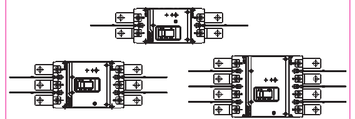

图35 NXMLE-250、320接线板安装示意图
12.3 NXMLE-250、320、400、630、800接线板安装示意图(见图35、36、37)。